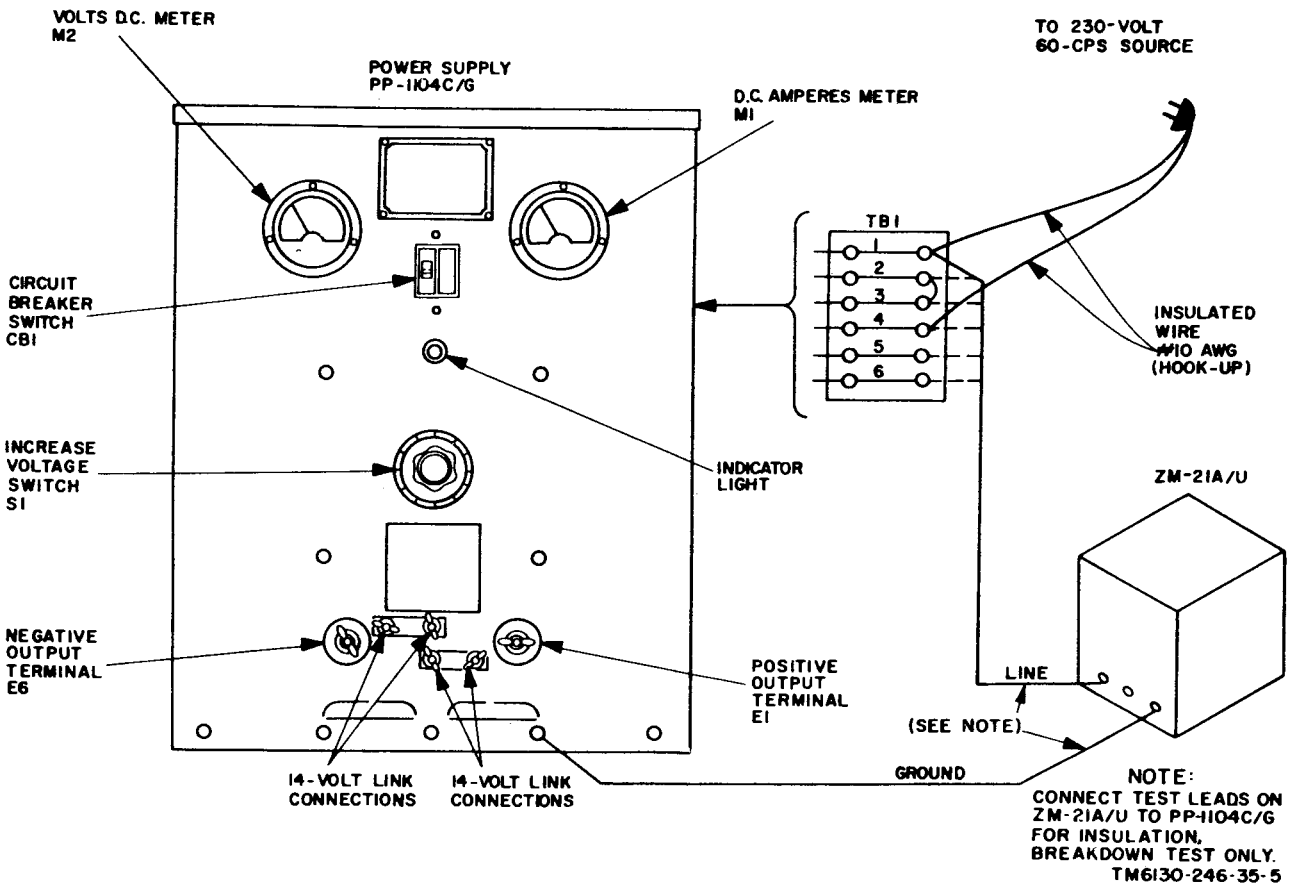

Figure 4-3. Two hundred and thirty-volt operation and insulation test connection diagram.
b. Test Connections and *Conditions.* Connect the equipment as shown in figure 4-3. Do not connect the test leads on **ZM-21A/U to PP-1104C/G** until instructed to do so in step 2 of the procedures given in *c* below. This test is written for 230-volt ac operation.